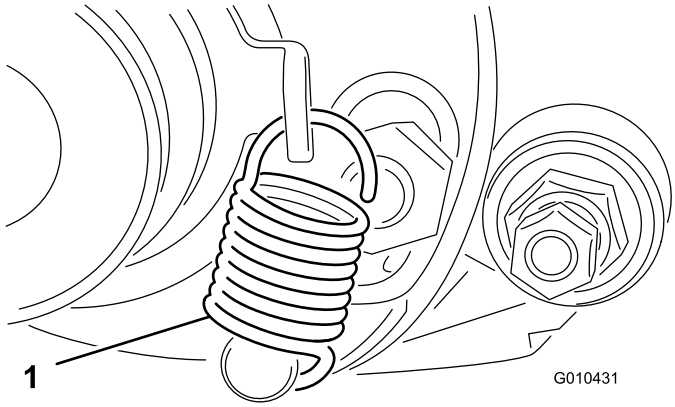

図 17
1. アイドラプーリを回して、エクステンションスプリングを図 17 のようにプーリブラケットの穴とスタッドに引っ掛けて取り付ける。